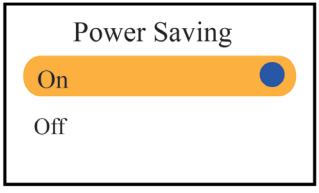

Figura 4.10G Configuración ahorro de energía
- Power saving mode (Modo ahorro de energía): Para activar/desactivar el modo ahorro de energía, el valor predeterminado de fábrica es "On", como se muestra en la Figura 4.10G.